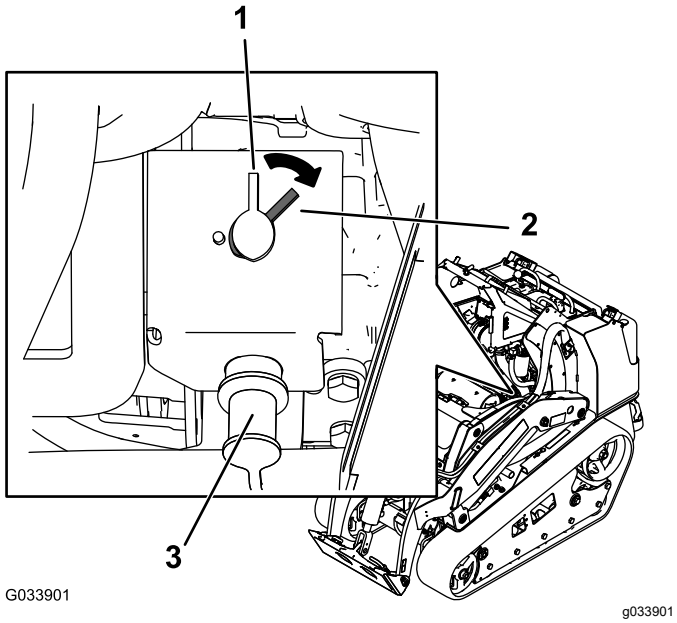

Rysunek 48
- Aby włączyć zasilanie elektryczne maszyny, przekręć odłącznik akumulatora w prawo do pozycji ON (Rysunek 48).
- Aby odłączyć zasilanie elektryczne maszyny, przekręć odłącznik akumulatora w lewo do pozycji OFF (Rysunek 48).